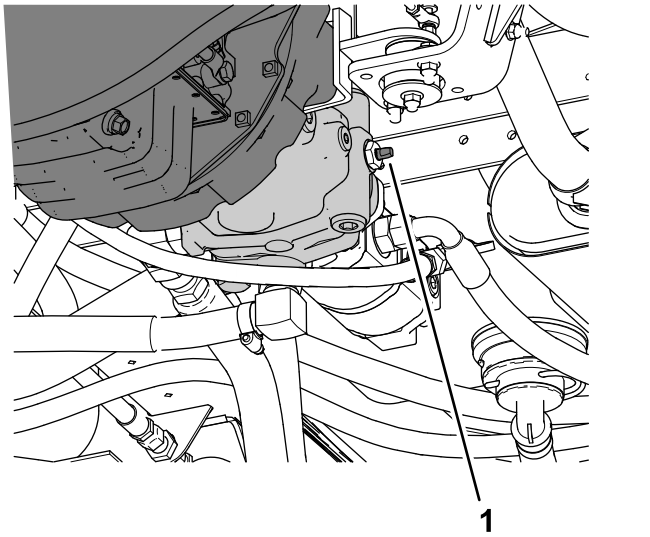

図 55
3. 牽引用バイパスバルブ図 55を左右どちらかに90°回転させるとバルブが開く。